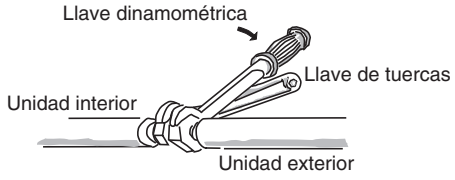

Fig. 5-6
(2) Para apretar las tuercas abocardadas, aplique el par de torsión especificado.
- Cuando extraiga las tuercas abocinadas de las conexiones de las tuberías o cuando las apriete después de haber conectado las tuberías, asegúrese de utilizar 2 llaves ajustables o llaves inglesas. (Fig. 5-6)